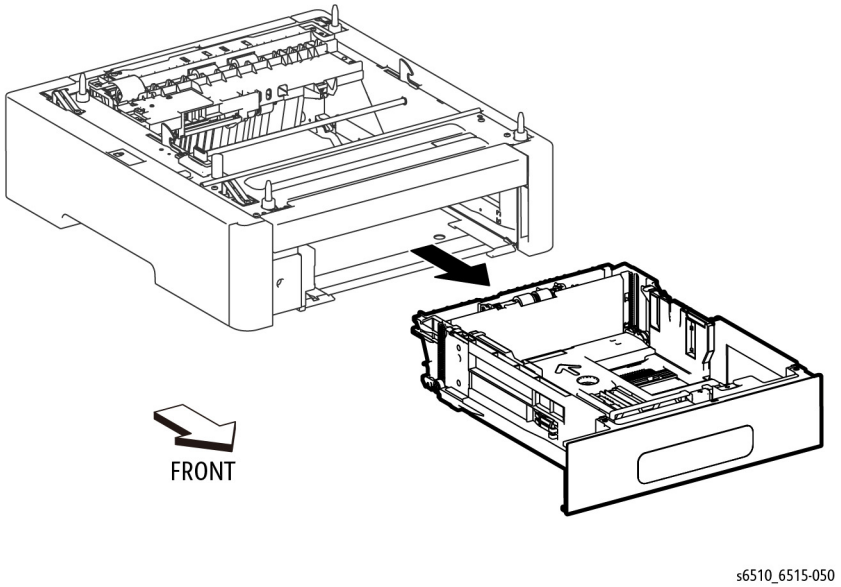

Figure 1 Remove the 550 Option Cassette Assembly
1. Refer to Figure 1 to remove the 550 Option Cassette Assembly from the 550 Option Feeder Assembly.